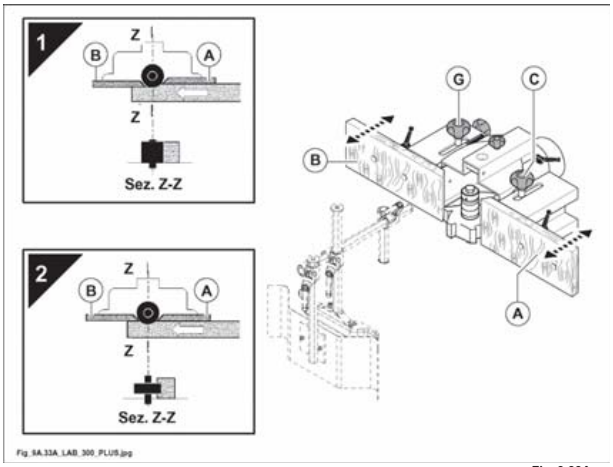

Fig. 9.33A
Quando si esegue un profilo su tutto il lato del pezzo la guida in uscita (B) deve essere allineata all'utensile (1 fig. 9.33A).
Se la profilatura non viene eseguita su tutto il lato, ma solo su parte di esso le due guide A e B devono essere allineate (2 fig. 9.33A).
Posizionare la cuffia sul piano di lavoro e avvitare i due pomelli (C,G fig. 9.33A) nei rispettivi fori.